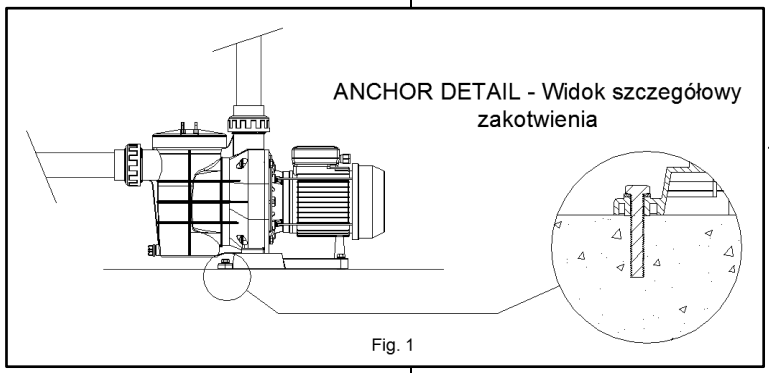

Fig. 1
- All pumps come with a two-drill foot to allow for them to be fixed in the floor by means of an anchor. (Fig. 1).
- Wszystkie pompy mają podstawę z dwoma otworami, które umożliwiają przymocowanie jej do podłoża przy użyciu kotew (rys. 1).